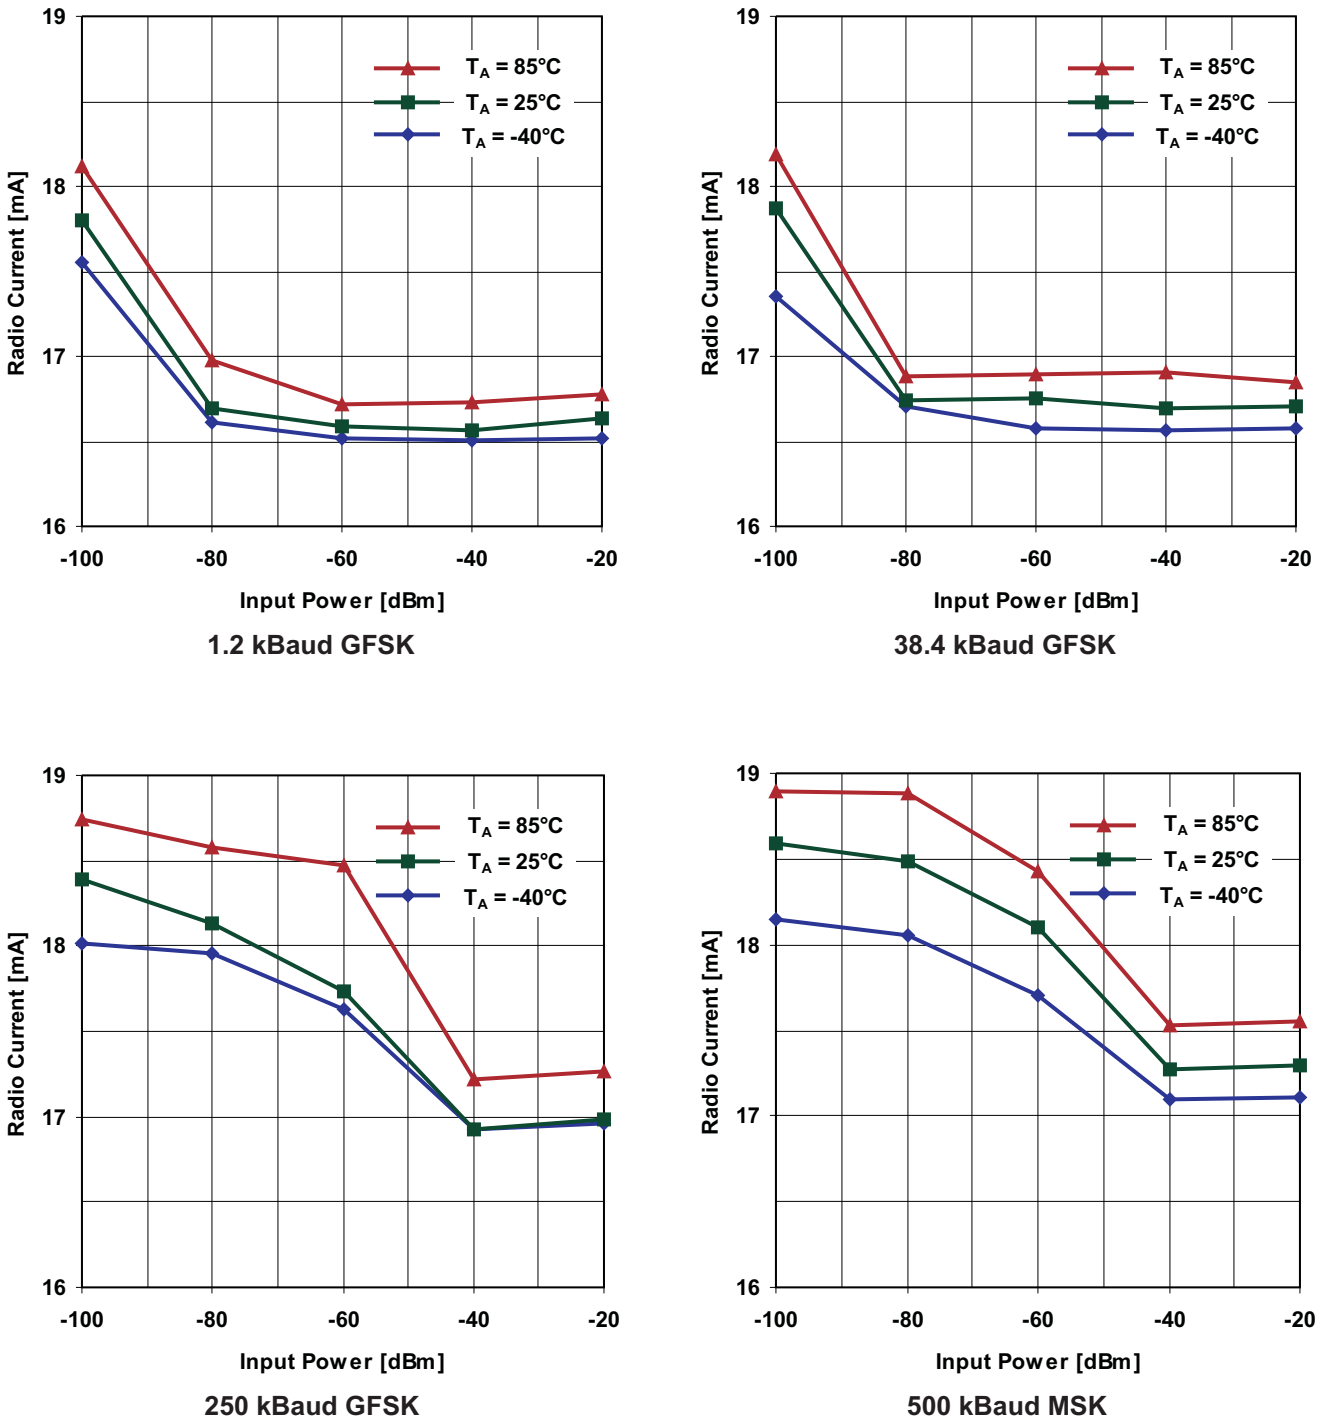

Figure 21. Typical RX Current Consumption Over Temperature and Input Power Level, 868 MHz, Sensitivity-Optimized Setting
(1) All measurement results are obtained using the EM430F6137RF900 with BOM according to tested frequency range (see Table 48).
(2) Reduced current setting (MDMCFG2.DEM_DCFILT_OFF = 1) gives a slightly lower current consumption at the cost of a reduction in sensitivity. See tables "RF Receive" for additional details on current consumption and sensitivity.
(3) For 868 or 915 MHz, see Figure 21 for current consumption with register settings optimized for sensitivity.